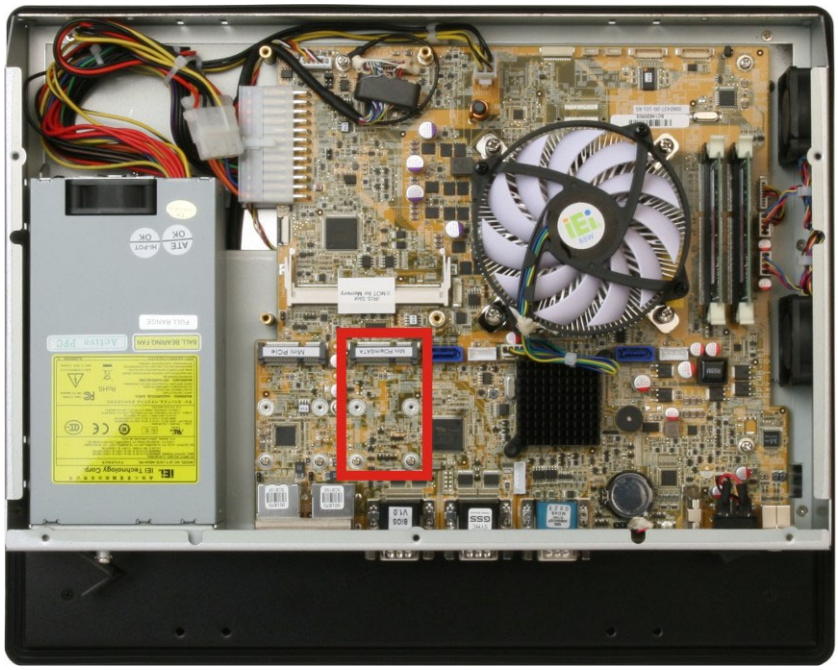

Figure 3-12: PCIe Mini Card Slot which supports mSATA
Step 2: **Locate the PCIe Mini card slot which supports mSATA**. The location of the PCIe Mini card slot is shown in **Figure 3-12**.